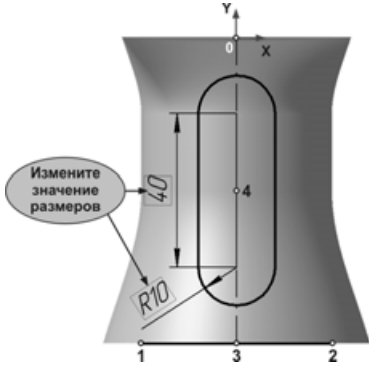

Рис. 6.19
- Измените значения размеров, как показано на рис. 6.19. Если контур построен правильно, то он изменит свои размеры без нарушения связей и положения.